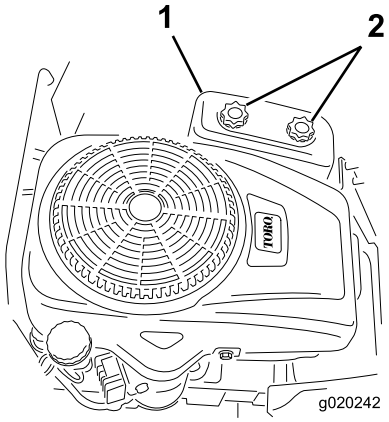

Figur 32
4. Avlägsna luftrenarkåpan genom att skruva loss de två rattarna (Figur 32).
3. Montera luftrenarkåpan och dra åt de två vreden (Figur 32).